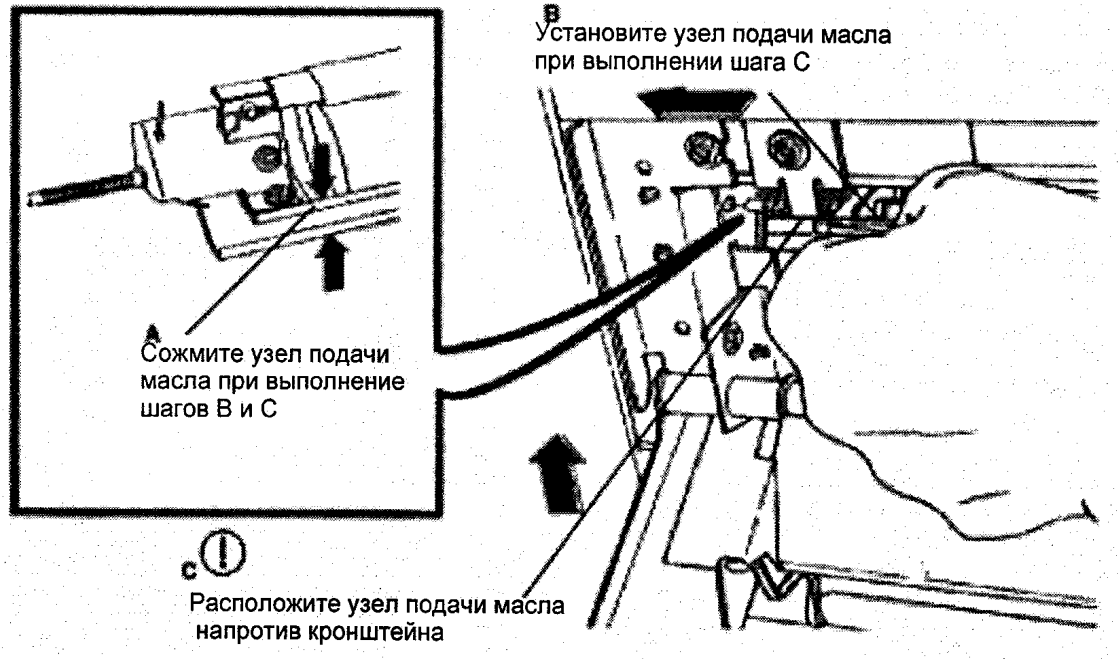

Рис. 2 Установка узла подачи масла
23. (РИС. 2): УСТАНОВИТЕ ЛЕВУЮ СТОРОНУ УЗЛА ПОДАЧИ МАСЛА НА СВОЕ МЕСТО.